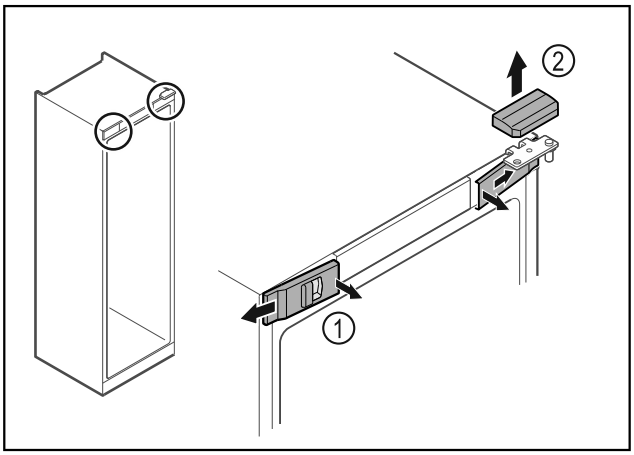

Fig. 6
▶ Décrocher les caches avant *Fig. 6 (1)* du côté intérieur et les retirer vers l'extérieur.
▶ Retirer le cache supérieur *Fig. 6 (2)* vers le haut.